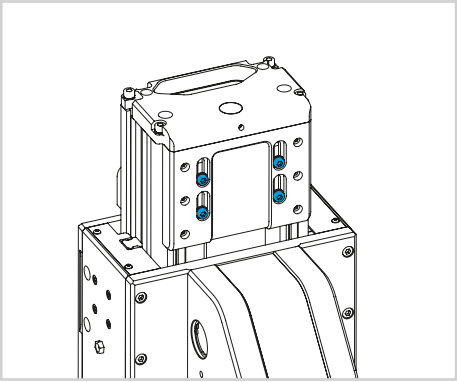

Fig. 2
1) Desserrez les 4 vis de fixation supérieure de la courroie (Fig. 2).